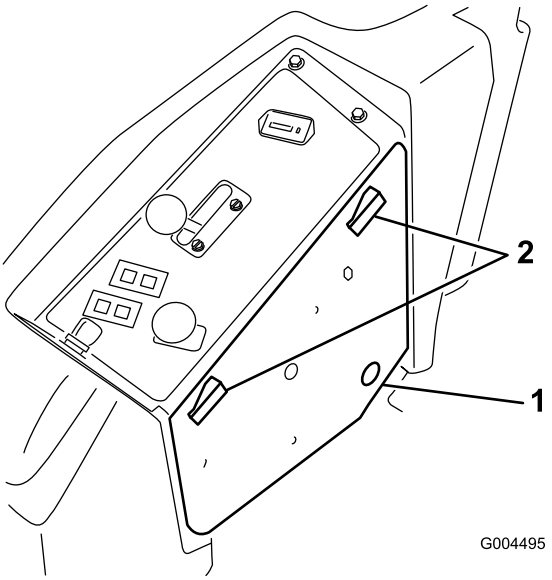

**Rysunek 22**
2. Poluzuj zatrzaski i zdejmij pokrywę panelu sterowania, po czym połóż ją na boku (Rysunek 22).